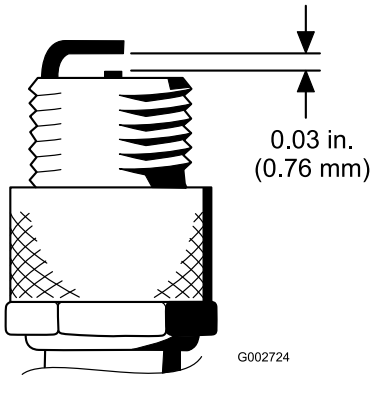

**Figur 28**
4. Indstil gnistgabet mellem midten og siden af elektroderne til 0,76 mm som vist i Figur 28.